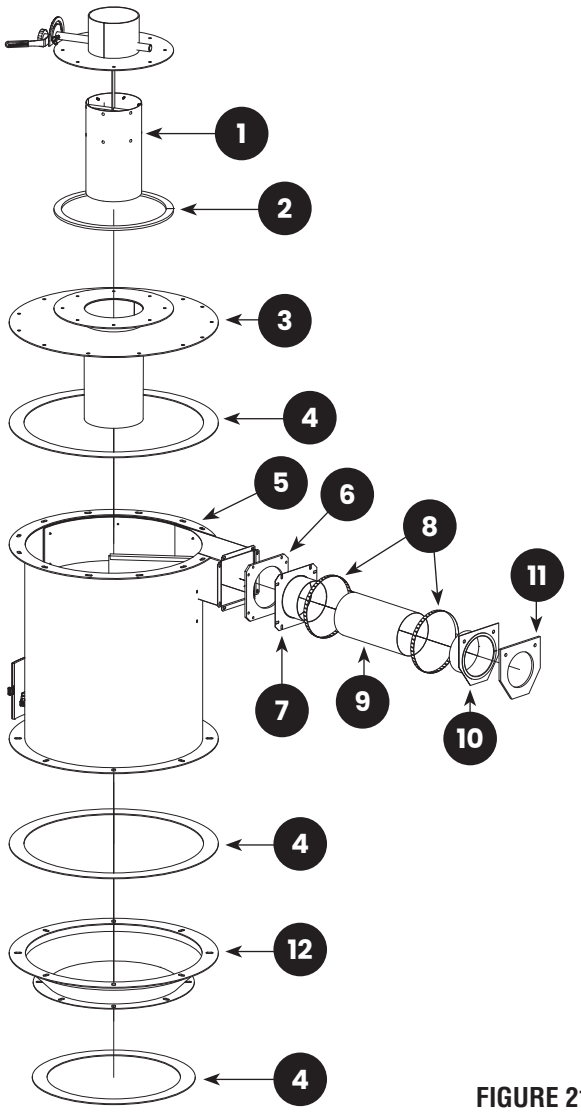

FIGURE 21
9.6 | Reclaimer, 900 CFM – Figure 21